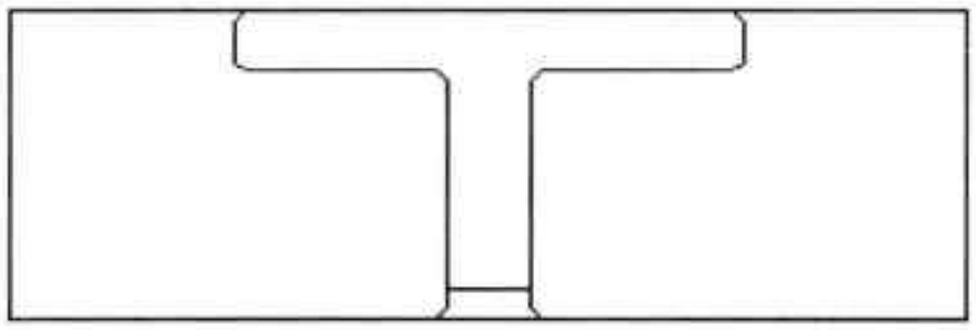

图21-97 添加圆角
Step 18 执行“圆角”命令，对线段添加圆角，圆角半径设为 2，如图 21-97 所示。